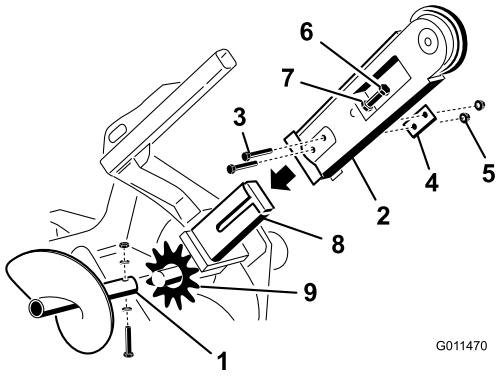

Bild 3
2. Entfernen Sie die Schraube, die zwei Sattelscheiben und die Mutter, mit der die Schuttschnecke befestigt ist, und nehmen Sie die Schnecke ab (Bild 3). Heben Sie die Befestigungen zur späteren Wiederverwendung sicher auf.
3. Nehmen Sie die beiden Schrauben, Muttern und die doppelten Scheiben von der Seite des Auslegers ab (Bild 3).
4. Lösen Sie die Einstellschraube und Klemmmutter (Bild 3).